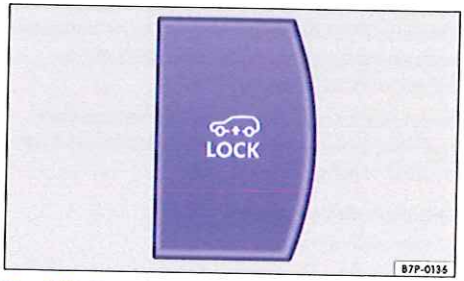

Fig. 169 Dans la partie inférieure de la console centrale : touche lock de la limitation de vitesse.
Le correcteur d'assiette se désactive automatiquement dès que vous activez le mode cric à l'aide de la touche [ ] → fig. 169.
- Appuyez sur la touche ⊡ → fig. 169. Les symboles dans la touche et sur l'afficheur du combinés d'instruments s'allument